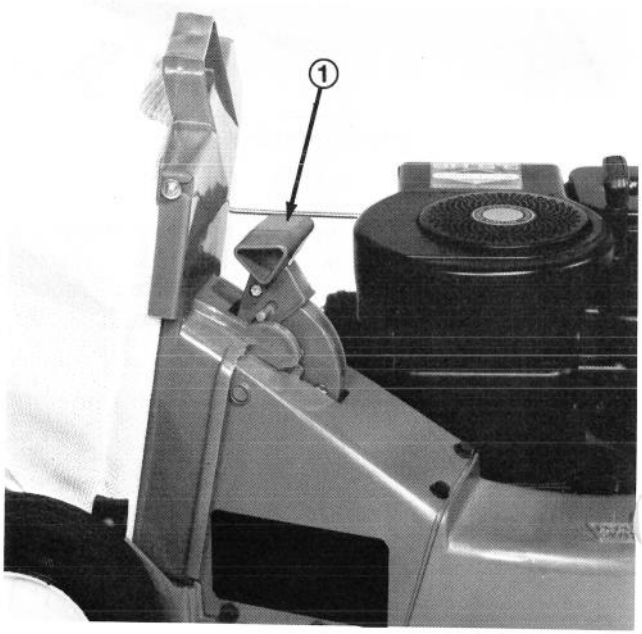

Afbeelding 15
4. Breng de handle naar boven totdat het in de inkeping van de zakklink sluit (Afb. 15). De deur in de afvoerkoker is nu open.